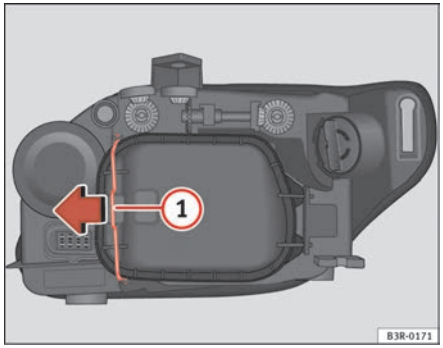

Fig. 205 Side light
Although it is not necessary, previously remove the rigid cover ⇒ page 261, fig. 205 for easier day light bulb changes. ■
- Move the brace ⇒ fig. 205 (1) in the direction of the arrow and remove the rigid cover, separating the brace side and then removing the two tabs from the other end of the cover.